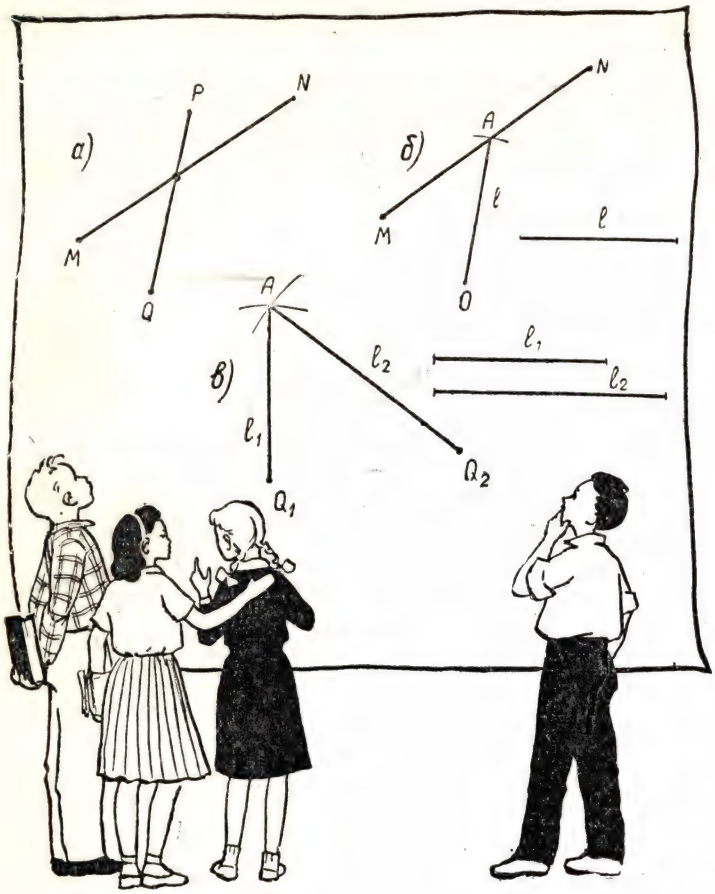

Рис. 1.
1) Уже построены некоторые четыре точки M, N, P, Q; найти точку пересечения прямых MN и PQ. Эта операция выполняется с помощью линейки (рис. 1, *а*).
2) Уже построены три точки M, N, O и отрезок l; найти на прямой MN такую точку A, что длина отрезка AO равна l. Эта операция выполняется с помощью линейки (проводится прямая MN) и циркуля (делается засечка с центром O, см. рис. 1, *б*).
3) Уже построены две точки Q_1, Q_2 и два отрезка l_1, l_2; построить точку A, расстояния которой от точек Q_1 и Q_2 соответственно равны l_1 и l_2. Эта операция выполняется с помощью циркуля (рис. 1, *в*).